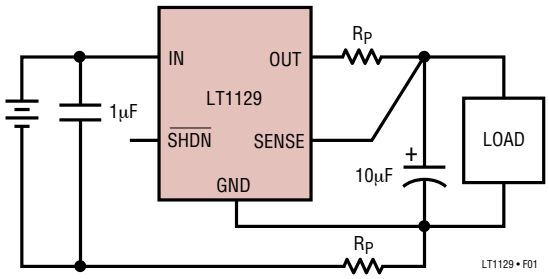

**Figure 1. Kelvin Sense Connection**
**Sense Pin:** For fixed voltage versions of the LT1129 (LT1129-3.3, LT1129-5) the sense pin is the input to the error amplifier. Optimum regulation will be obtained at the point where the sense pin is connected to the output pin. For most applications the sense pin is connected directly to the output pin at the regulator. In critical applications small voltage drops caused by the resistance ($R_P$) of PC traces between the regulator and the load, which would normally degrade regulation, may be eliminated by connecting the sense pin to the output pin at the load as shown in Figure 1 (Kelvin Sense Connection). Note that the voltage drop across the external PC traces will add to the dropout voltage of the regulator. The sense pin bias current is 15µA at the nominal regulated output voltage. This pin is internally clamped to –0.6V (one $V_{BE}$).